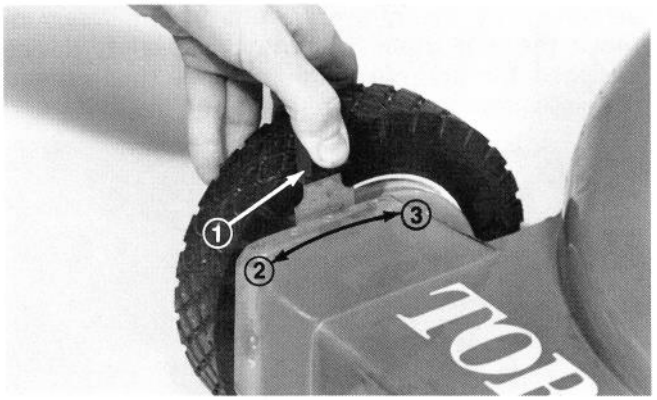

Figure 13
Height-of-Cut Adjusters (Fig. 13) – Height-of-cut is adjustable to one of five approximate settings: 1 inch, 1-1/2 inches, 2 inches, 2-1/2 inches, or 3 inches (25, 38, 51, 64 and 76 mm). In addition, front wheels have a 5/8 inch (16 mm) setting that can be used with the 1 inch (25 mm) rear wheel setting. When cutting thatch or heavy, thick grass, raise rear wheel one setting above the front wheel setting to assure optimum power to the blade.
2. Place thumb against height-of-cut adjuster and fingers on outside of wheel (Fig. 13).